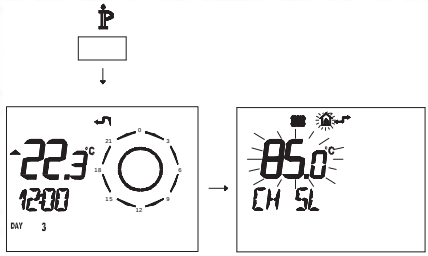

Fig. 7.36
- Press button for more than 3 seconds to enter in INFO mode (Fig. 7.36).